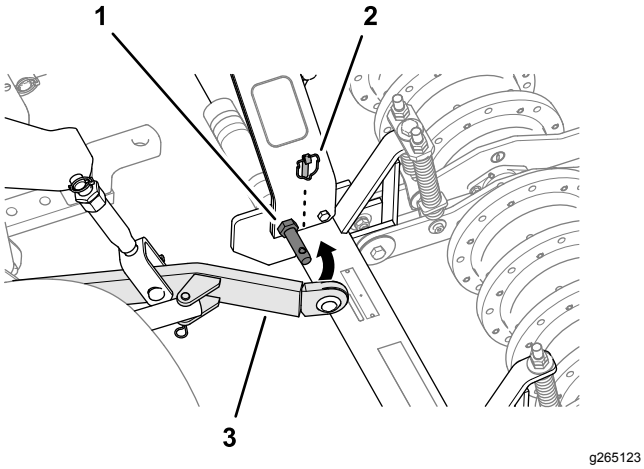

Figuur 17
4. Plaats de beluchter zo dat de onderste verbindingsarmen van de tractie-eenheid op een lijn staan met de pennen van de hefarm van de beluchter (Figuur 17).
5. Monteer de onderste verbindingsarmen op de pennen van de hefarm en bevestig de armen met de borgpennen (Figuur 17).